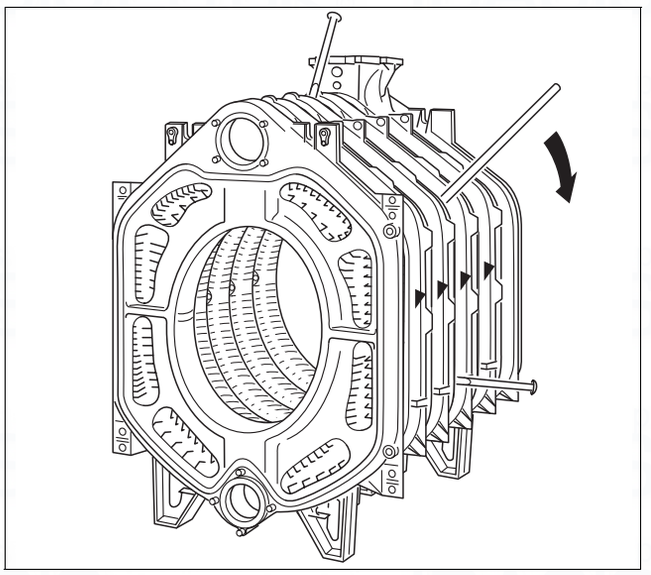

Fig. 25 Separate the boiler block
- Separate the boiler block at the leak location by driving (knocking) in flat wedges or chisels between the sections at the points provided at the top and bottom (→ Fig. 25).